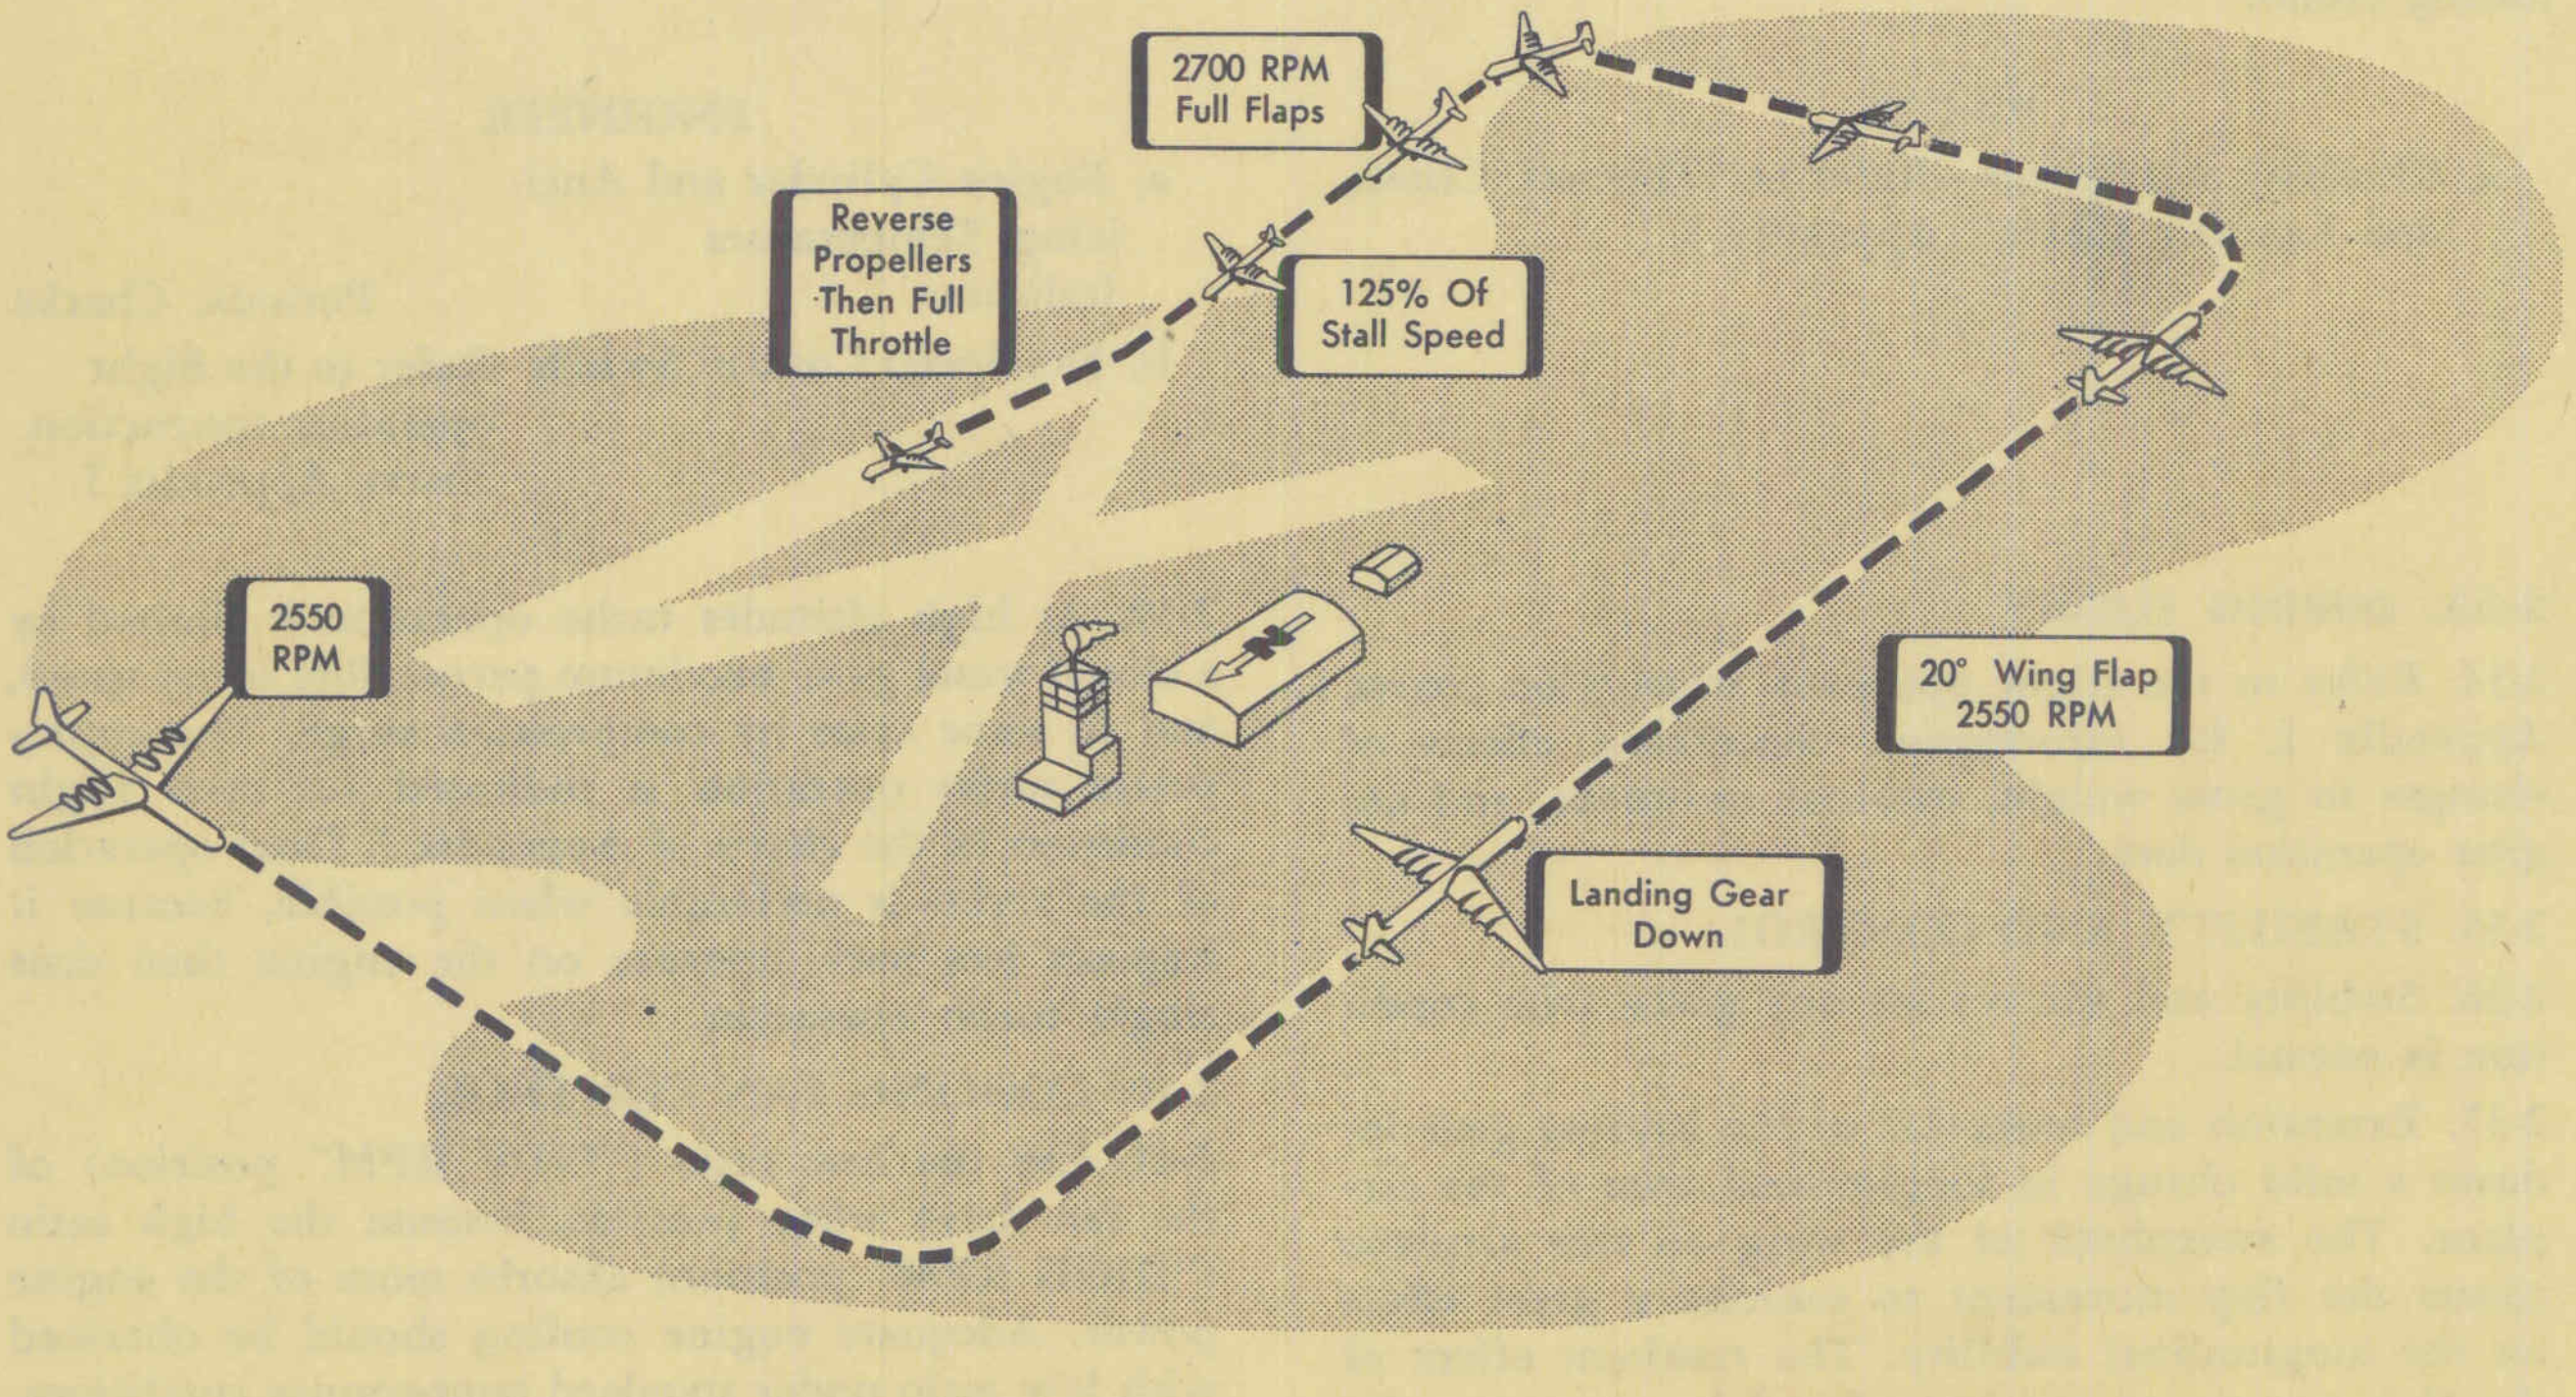

Figure 2-3. Traffic Pattern
a. Traffic Pattern	See figure 2-3.